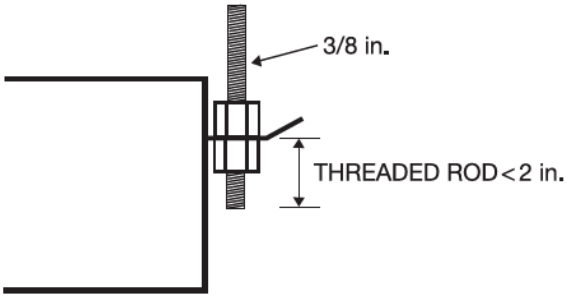

Fig. 8 —Threaded Rod
3. Secure the unit in position with locknuts and washers on both sides of the unit bracket. Ensure that the threaded rod does not protrude more than 2 inches below the mounting brackets as shown in Fig. 8.